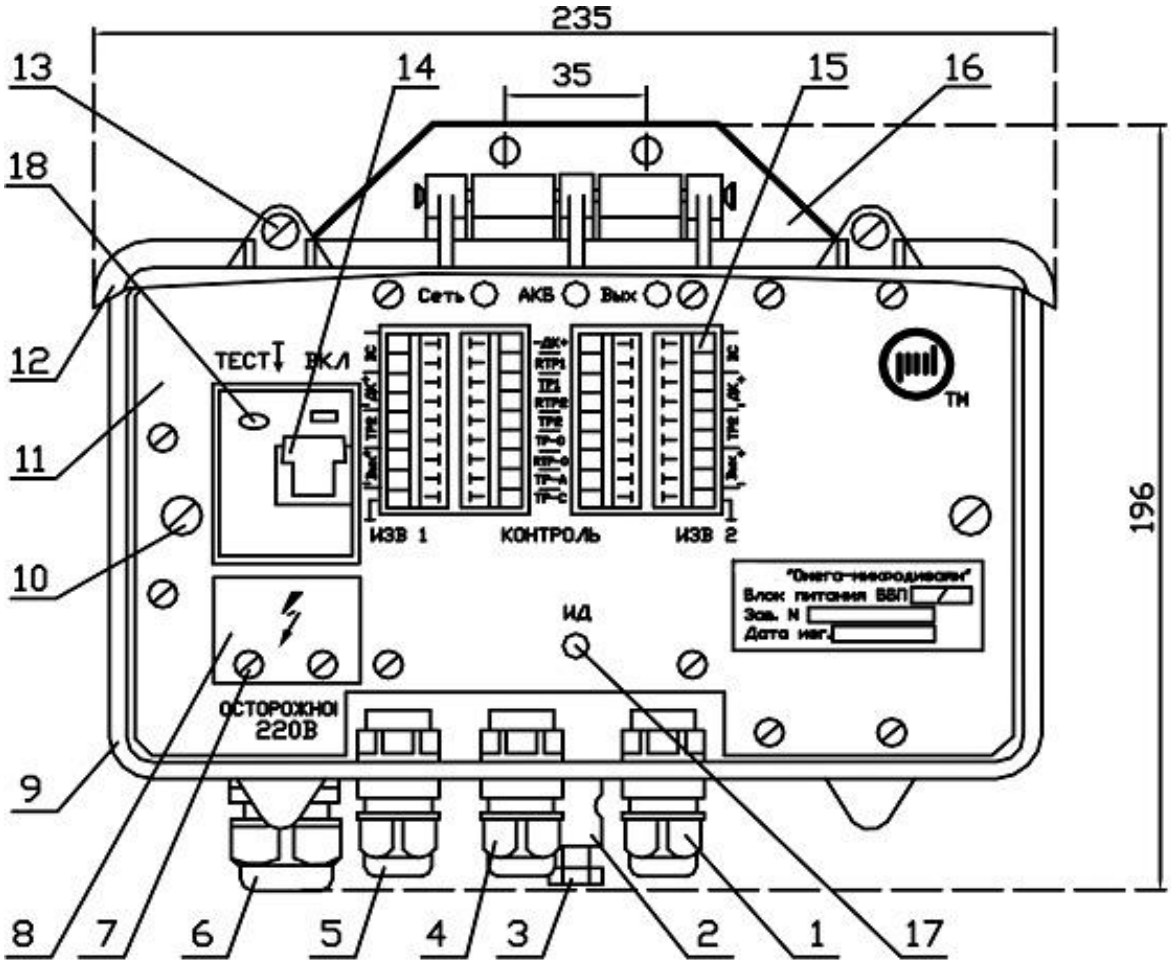

Рис.4.2
4.7 ББП выполнен в литом алюминиевом корпусе с крышкой, со степенью защиты корпуса IP 65. Внутри корпуса (рис. 4.2), на съемном шасси размещены электронные модули и АКБ 12 В/1,2 А для резервного питания. В изделиях производится автоматический контроль и подзаряд аккумуляторной батареи.
На рис. 4.2 обозначено: